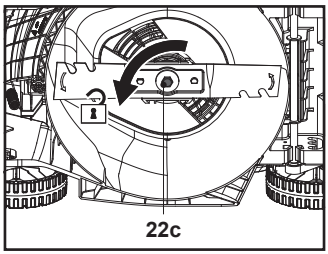

**Fig. 19**
1. Mantenha a parte inferior e a lâmina de corte (22) limpas e sem detritos. Remova a relva cortada da conduta de descarga traseira (21).
3. Mantenha a lâmina de corte (22) afiada para garantir um bom desempenho de corte. Substitua a lâmina de corte gasta ou danificada por uma nova do mesmo tipo, ou solicite o afiamento a um especialista qualificado.
4. Desaperte o parafuso de fixação (22c) para a esquerda com uma chave de impacto elétrica adequada (tamanho da chave de 13 mm) (Fig. 19) e retire-o juntamente com a anilha plana (22b) e a lâmina de corte (22).